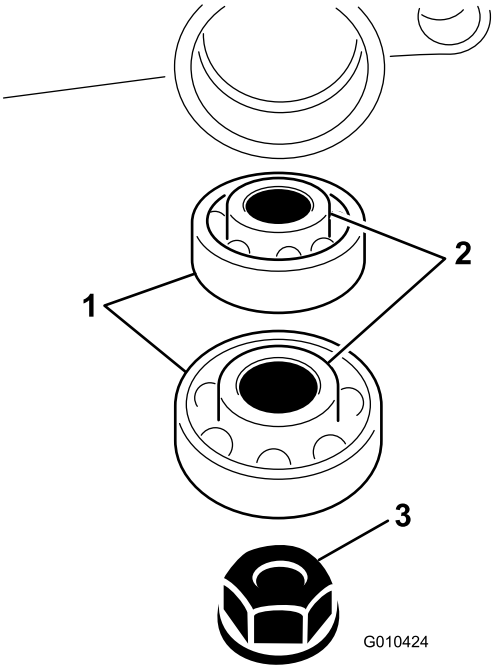

Figur 10
10. Før lagrene inn på trimsatsakselen i trimsatshuset (Figur 10).
11. Fest trimsatsakselen til trimsatshuset med en mutter (3/8 tomme) som vist i (Figur 10).